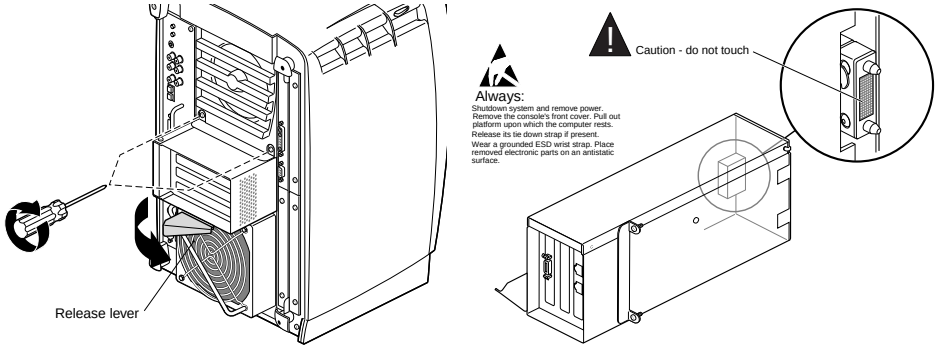

Figure 5-105 Removing the PCI Module
1.) Loosen the two captive screws (see Figure 5-105).
2.) Pull out the release lever along the bottom of the module (see Figure 5-105).